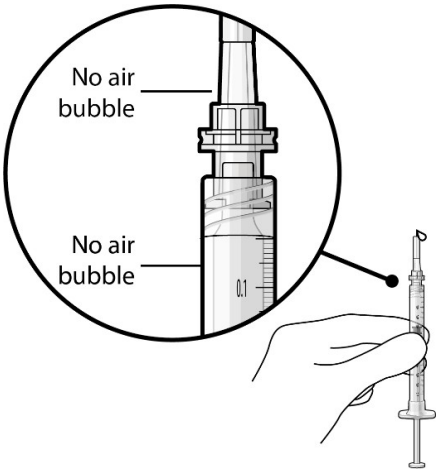

Figure 17
- Inspect the syringe and the needle hub to ensure that no air bubbles are present (Figure 17).